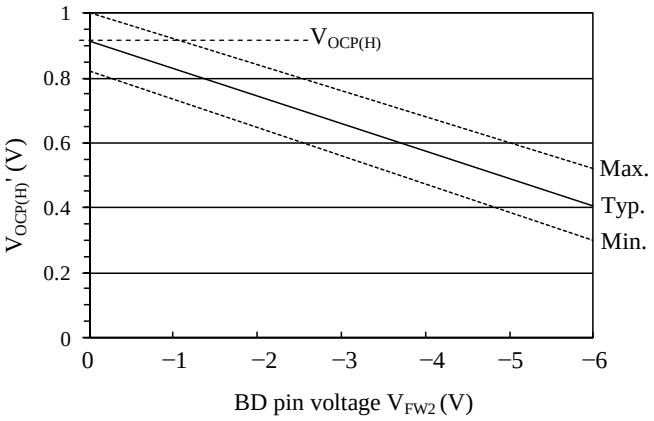

Figure 9-28 Overcurrent threshold voltage after input compensation, $V_{OCP(H)}$'
4) $V_{OCP(H)}$' is the overcurrent threshold voltage after input compensation. Figure 9-28 shows a relationship of $V_{OCP(H)}$' and BD pin voltage,V_{FW2}.
V_{FW2} at maximum AC input voltage is calculated by using Equation (7). $V_{OCP(H)}$' and this variation are gotten by using the result from Figure 9-28.
Referring to Figure 9-28, when V_{FW2} is compensated to –2.92 V, the overcurrent threshold voltage after input compensation, $V_{OCP(H)}$', is set to about 0.66 V (typ).